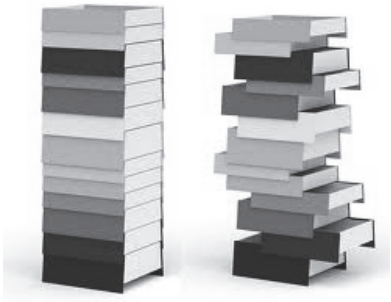

Fig. 3.12.1 : Stacked books
- The microprocessor stores the information/data like stacking books. Fig. 3.12.1 shows stacked books. If we want to remove the first stack book, then we have to remove all the books above the first i.e. we have to remove the fourth book, third book, second book and then finally the first book. This indicates that the first book pushed onto the stack is the last one to be popped from the stack. This operation is called as **First In Last Out (FILO)**.